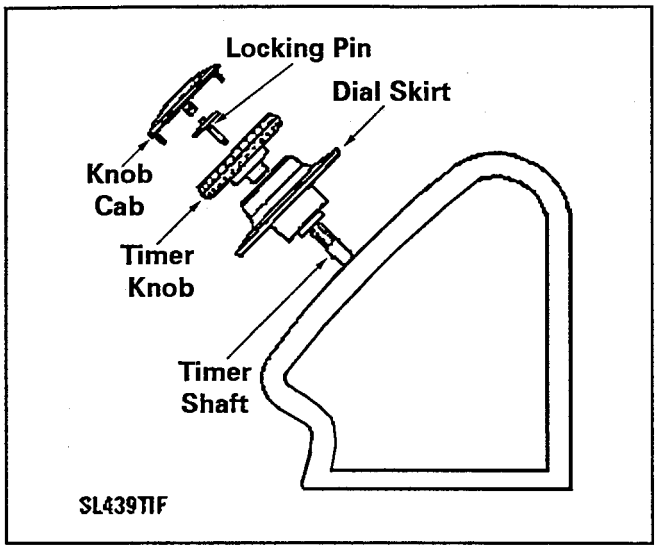

Figure 4-7
4. Lift the dial skirt off the timer shaft ***(Figure 4-7).***